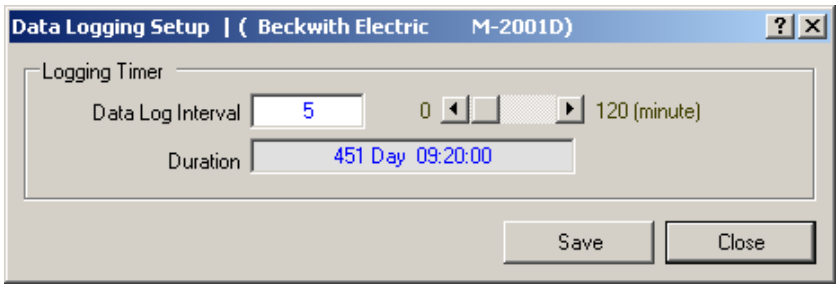

Figure 5-28 Data Logging Setup Dialog Screen
1. Select **Setup/Data Logging/Setup** from the TapTalk toolbar. TapTalk will display the Data Logging Setup dialog screen (Figure 5-28).